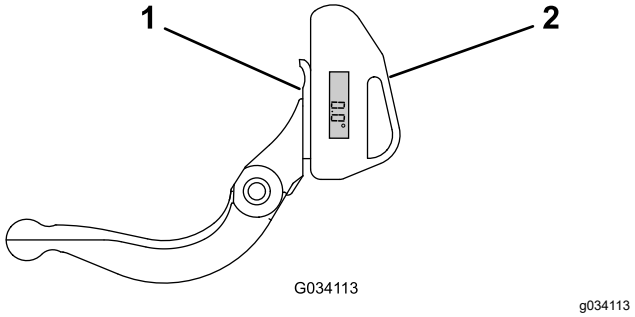

Рисунок 27
1. Установите индикатор угла на нижней стороне неподвижного ножа, как показано на Рисунок 27.